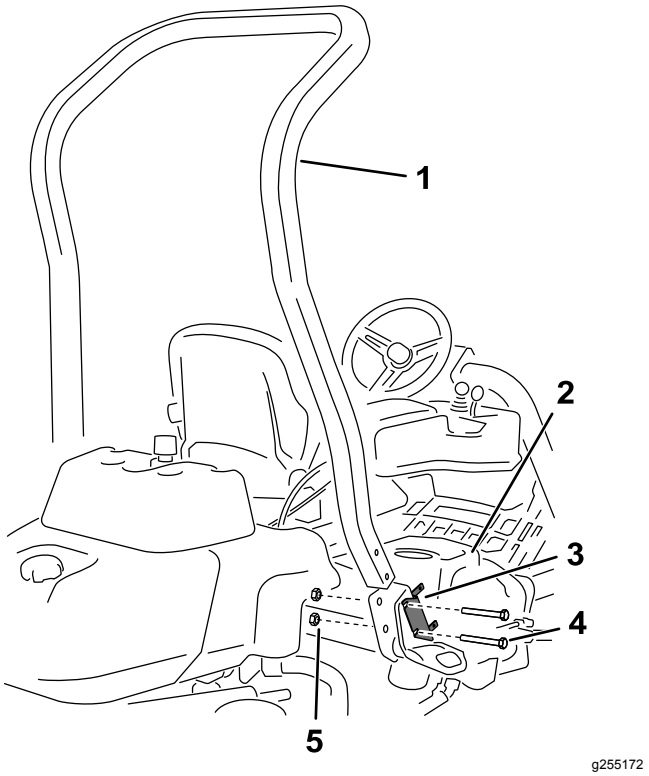

**Figuur 3**
4. Verwijder de 2 bouten waarmee de beugel van de zekeringhouder is bevestigd aan de beugel van de rolbeugel; zie Figuur 3.